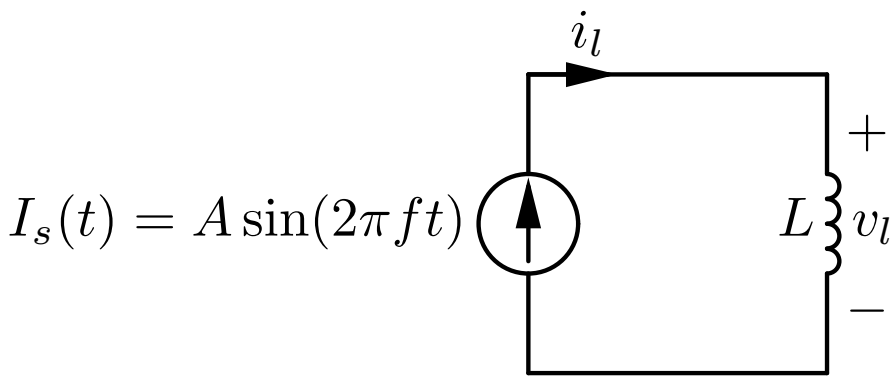

Figure 21: Inductor in steady-state AC circuit.
- In Figure 21, $v_l(t) = V_s(t)$ so
Figure 22: Voltage across an inductor driven by an AC current source as shown in Figure 21. Notice how the inductor tries to oppose changes in the current i_l by developing a potential v_l. Note how $|v_l|$ is maximal at the zero-crossings of i_l when the rate of change of i_l is maximal.